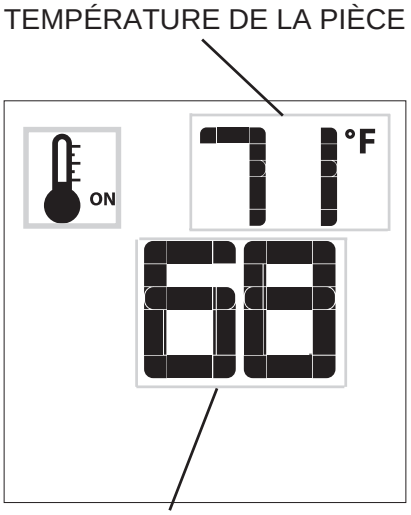
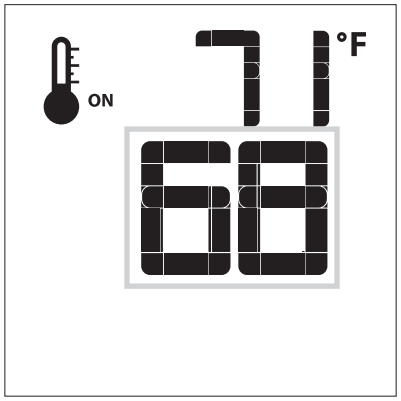

Figure 84
Figure 85
La télécommande à distance peut servir de thermostat pour la pièce. Le thermostat peut être réglé à la température désirée pour contrôler le niveau de confort dans une pièce. Pour activer cette fonction, appuyer sur la touche Thermostat. L'écran ACL sur l'émetteur change pour afficher que le thermostat de la pièce est en marche (ON) et la température réglée est maintenant affichée. **Voir Figure 84.** Pour ajuster la température réglée, appuyer sur les touches flèche HAUT ou BAS jusqu'à ce que la température réglée désirée soit affichée sur l'écran ACL de l'émetteur. **Voir Figure 85.**